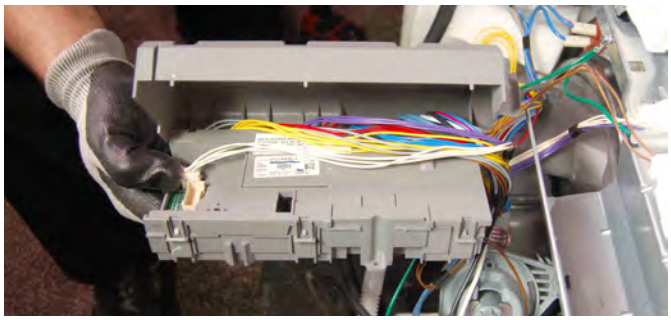

Figure 4
4. Remove covers to access electronic control assembly, (see Figures 4 & 5).